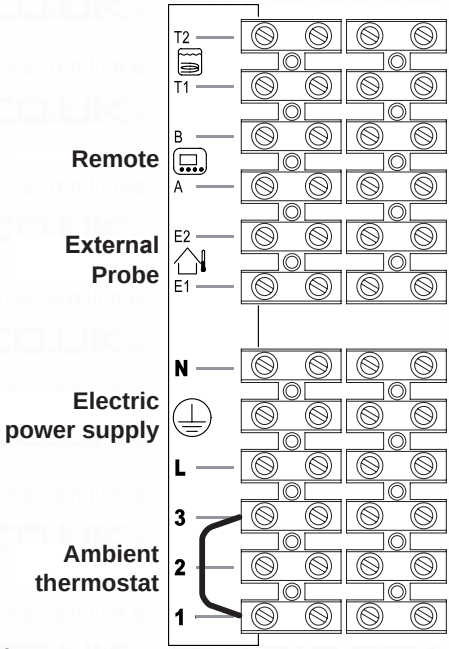
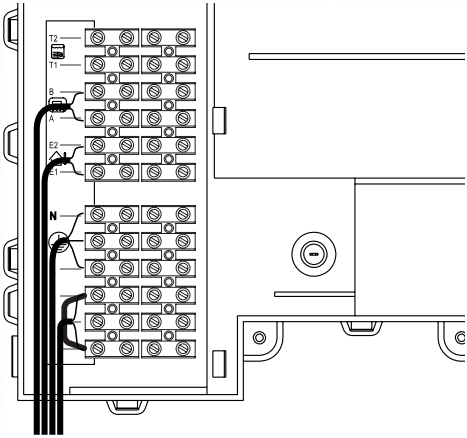
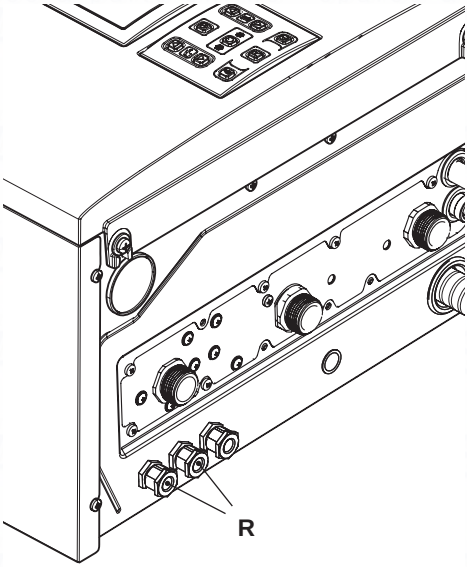

Fig. 6.16
Fig. 6.17
Fig. 6.18
- Connect the electric power supply cable coming from the fused spur isolation switch to the power supply terminal block of the boiler Fig. 6.16 keeping the same connections for the live (brown wire) and the neutral (blue wire). External 3A fuse or fused plug with same current rating is recommended.
The route of the boiler and ambient thermostat's electric power supply cable or wires must follow the route indicated in Fig. 6.17.
Allow the cables to exit the boiler by using the relevant cable clamps R (Fig. 6.18).
Use the clamps indicated in Fig. 6.16 to connect the ambient thermostat.
Use the ambient thermostat's clamps indicated in Fig. 6.16 and Fig. 6.17. to connect the zone valve Insert the electric cables of the zone valve's micro switch contacts in clamps “1 and 3” of the ambient thermostat's terminal block as in Fig. 6.17.
The route of the boiler and ambient thermostat's electric power supply cable or wires must follow the route indicated in Fig. 6.17. Allow the cables to exit the boiler by using the relevant cable clamps R (Fig. 6.18).
The route of the external probe's connection wires must follow the route indicated in Fig. 6.17.
The route of the remote control cable must follow the route indicated in Fig. 6.17.